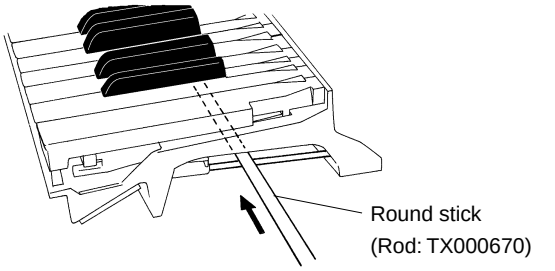

Fig. 21
* ***After inserting a round stick (Rod: TX000670) between the frame and the keys, remove the circuit boards. (Fig. 21)***